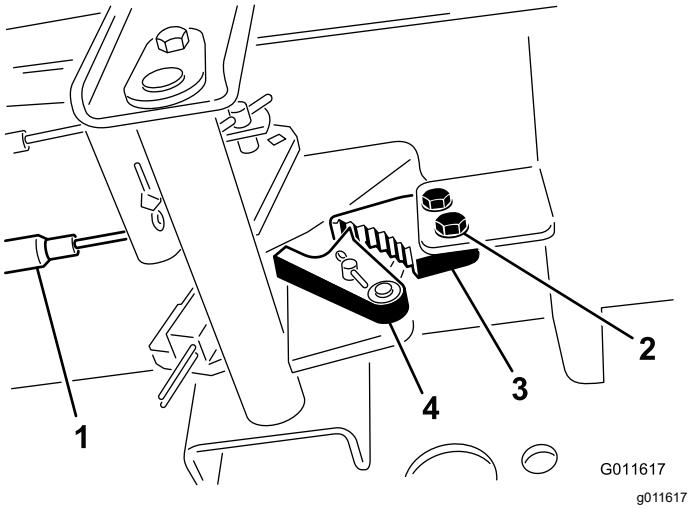

Figura 140
2. Slăbii cele 2 uruburi care fixează clichetul frânei de parcare pe cadru (Figura 140).
3. Apăsai pedala frânei de parcare în faă până când elementul de reinere a frânei se cuplează complet pe clichetul de frână (Figura 140).